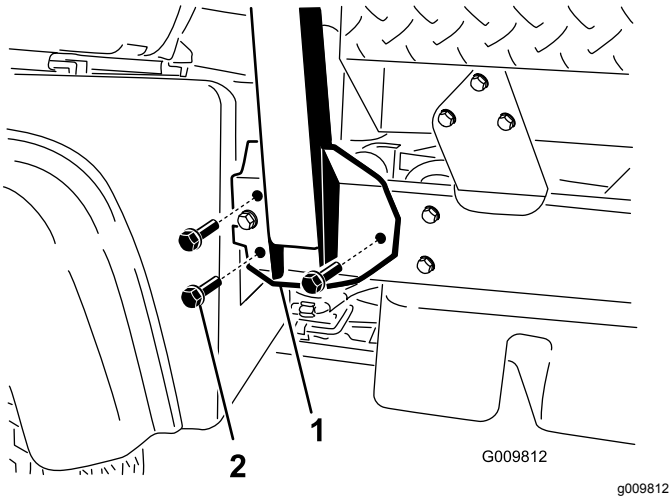

Figur 4
2. Rett inn hver side av veltebeskyttelsen med monteringshullene på hver side av maskinrammen (Figur 4).
3. Fest veltebøylemonteringsbraketten til maskinrammen med tre flenshodebolter (½ x 1¼ tomme) på hver side (Figur 4).